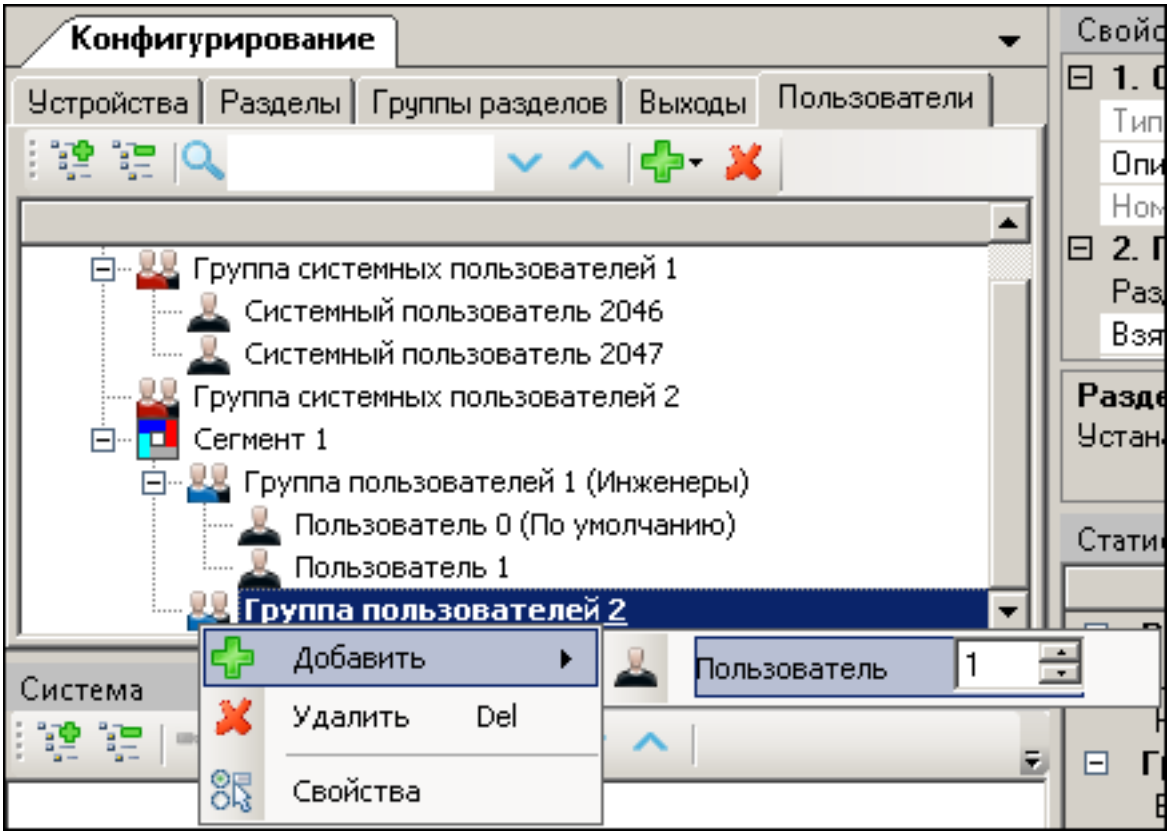

Рис. 34
3. После конфигурирования параметров необходимо добавить пользователей для управления Старт-И. Для этого следует перейти на вкладку "Пользователи", создать группу пользователей (или использовать уже существующую) и добавить в неё необходимое количество пользователей (рис. 34).